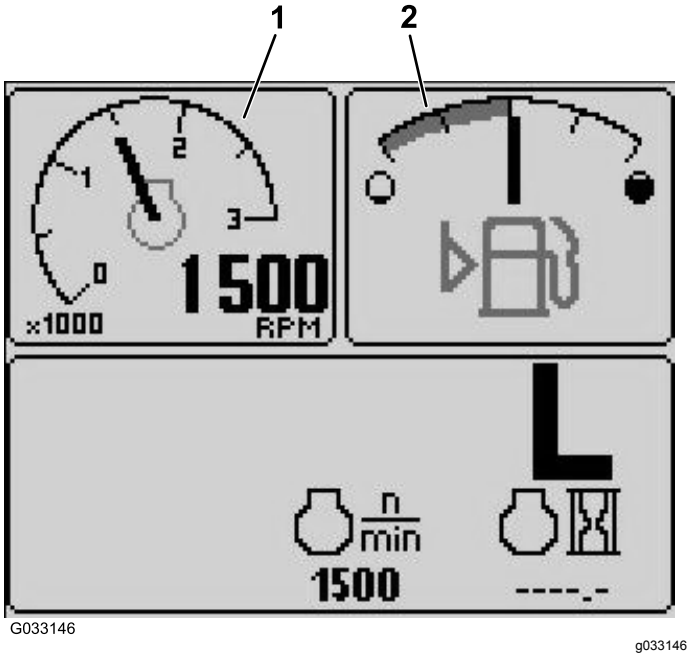

Figuur 16
- Tachometer - scherm linksboven Figuur 16
- Brandstofpeilindicator - scherm rechtsboven (Figuur 16)
Dit scherm geeft het niveau van de brandstof in de tank aan (Figuur 16).
Dit scherm toont het motortoerental in tpm (Figuur 16).